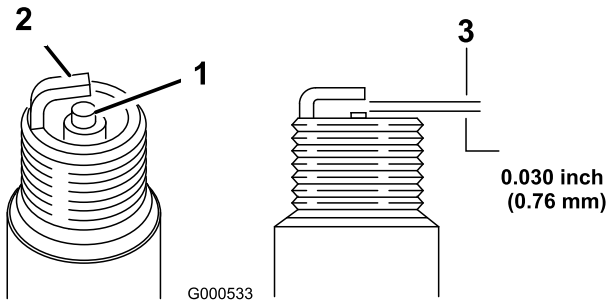

Rysunek 23
5. Ustaw przerwę na świecy na 0,76 mm (Rysunek 23).